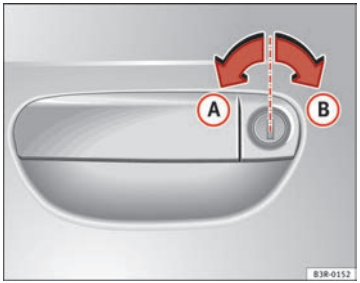

Abb. 70 Schlüsseldrehungen zum Öffnen und Schließen
– Drehen Sie den Schlüssel im Schloss der Fahrertür in Öffnungsstellung (A) ⇒ Abb. 70 nach links.
– Drehen Sie den Schlüssel im Schloss der Fahrertür in Schließstellung (B) ⇒ Abb. 70 nach rechts ⇒ ⚠. ▶
Drehen Sie hierzu den Schlüssel im Schloss der Fahrertür **zweimal** hintereinander in kurzer Folge in Schließstellung (B) ⇒ Abb. 70.